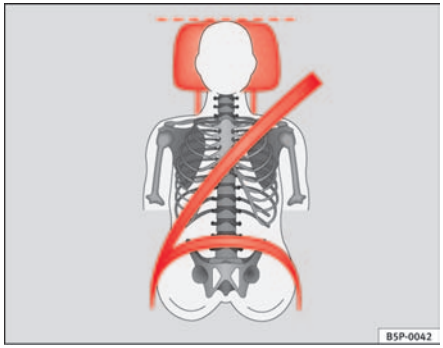
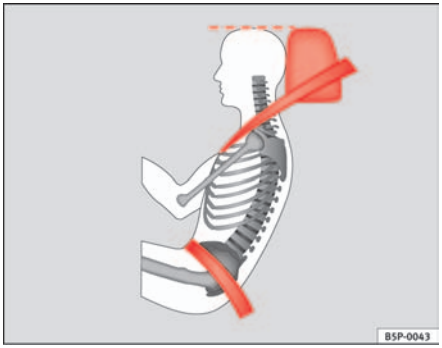

Fig. 91 Viewed from in front: Properly adjusted head restraints and proper belt adjustment
Fig. 92 Viewed from side: Properly adjusted head restraints and proper belt adjustment
– Adjust the head restraint so that its upper edge is at the same level as the top of your head, or as close as possible to the same level as the top of your head and, as a very minimum at eye level ⇒ fig. 91 and ⇒ fig. 92.